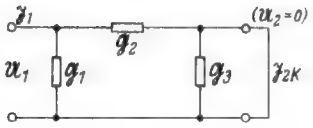

Bild 10.
Legt man dagegen eine π-Schaltung zu Grunde (Bild 10), so ist zweifellos das Gleichungspaar (2) besser geeignet.